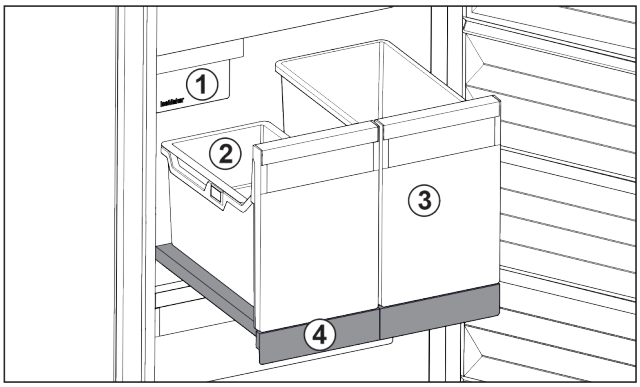

Fig. 83 Pull-out board with IceTower
(1) IceMaker
(2) Hang-on tray for ice cubes
(3) Container for pizza or alcoholic beverages, for example
(4) Pull-out board
There are two high (IceTower) containers on the pull-out board. Ice cubes from the IceMaker are collected and stored in the *Fig. 83 (2)* container. The container *Fig. 83 (3)* is suitable for storing tall foodstuffs or beverages such as pizzas or alcoholic drinks.